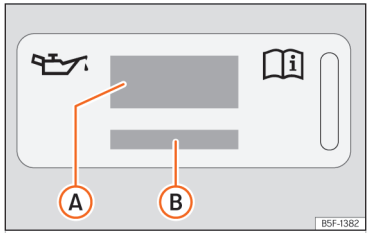
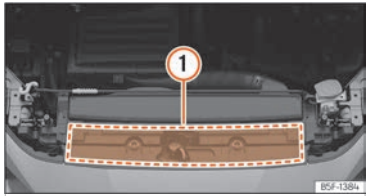

Fig. 226 Al compartiment del motor: etiqueta d'oli de motor
Fig. 227 Al compartiment del motor: zona d'ubicació de l'etiqueta d'oli de motor
Llegenda de la ››› fig. 226:
Si heu d'omplir l'oli del motor, utilitzeu un dels olis indicats a l'etiqueta ››› fig. 226. L'etiqueta amb la norma prescrita es troba a la part davantera al compartiment del motor ››› fig. 227 (1). Si utilitzeu l'oli de motor recomanat, es pot corregir el nivell de l'ompliment tantes vegades com calgui.
- **Si falta l'etiqueta amb l'especificació de l'oli motor ››› fig. 226, poseu-vos en contacte amb un taller especialitzat.**